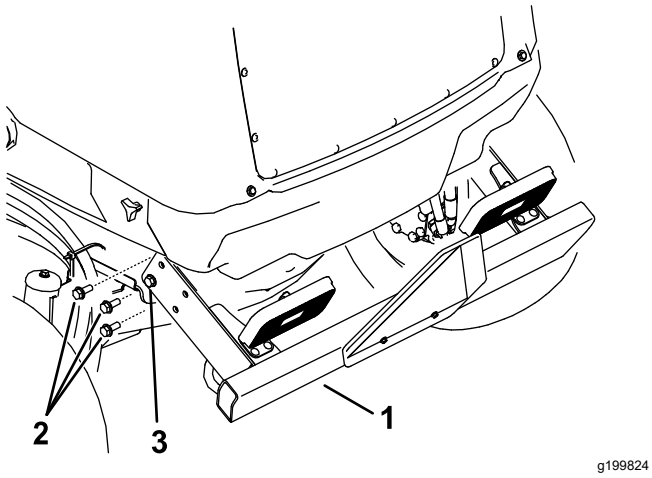

Figura 112
2. Retire los 3 tornillos con arandela prensada de cada lado del parachoques trasero, según se muestra en Figura 112.
Apriete todos los tornillos con arandela prensada que sujetan el parachoques trasero al bastidor (Figura 112).